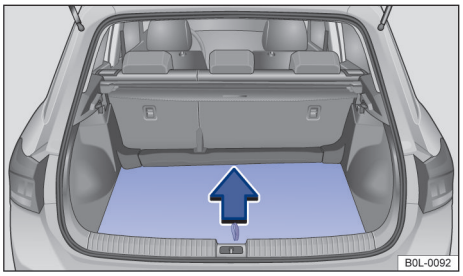

图 113 行李箱内：打开行李箱底板
– 抓住行李箱底板上的环形拉手 →图 113 并抬起行李箱底板。